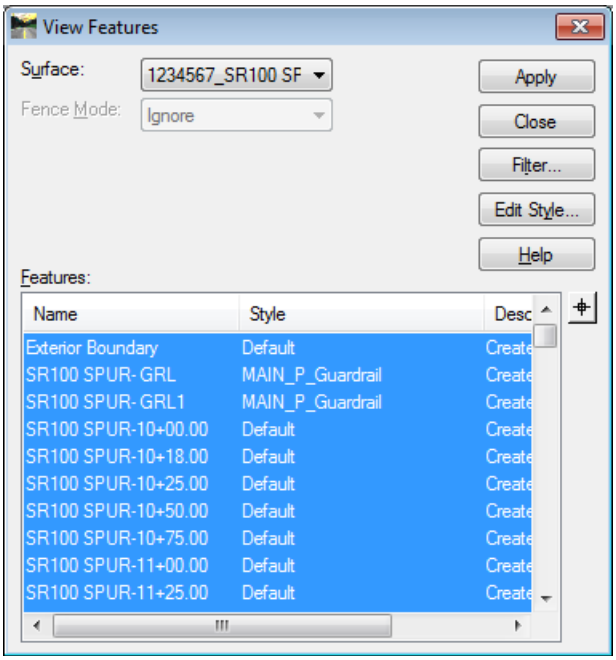

Figure L10-14 View Features
28.	**Open the View Features dialog and Select the Surface 1234567_SR100 SPUR_Lab10.** • In InRoads, select **Surface ► View Surface ► Features**… The **View Features** dialog opens as shown in *Figure L10-14*. • Use the pull down arrow to select the Surface **1234567_SR100 SPUR_Lab10**. • Ensure your view matches that shown in *Figure L10-14*.